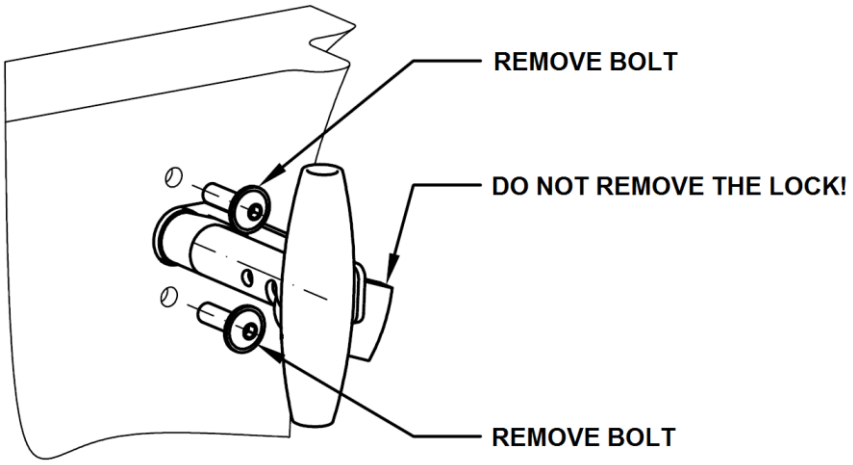

Figure 3
2.1. Remove the bolts (Figure 3). Do not remove the EPS actuator lock!